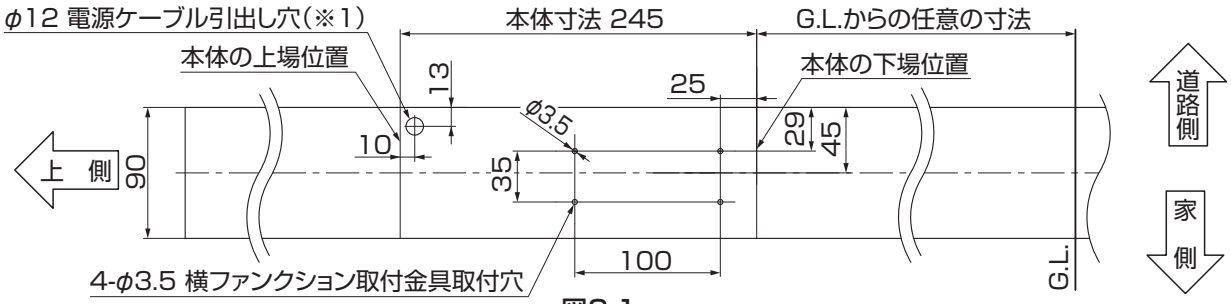
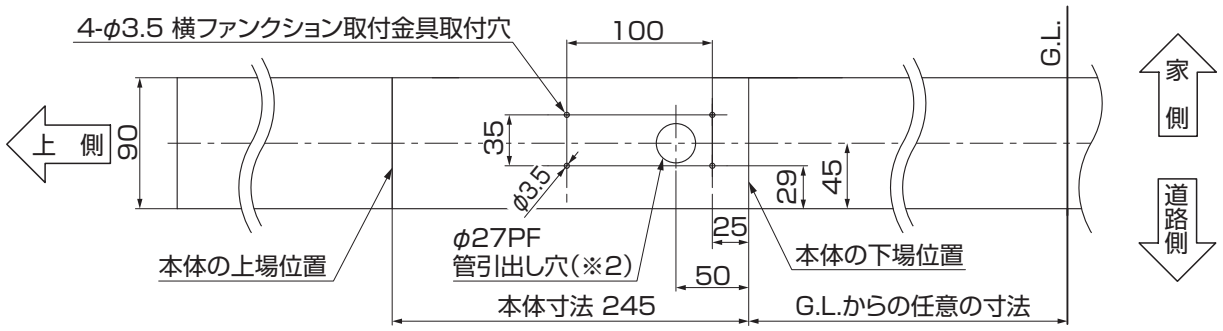

図2-1
図2-2
①左右の柱へ対称になるように、各穴をあけてください。
(1) LEDユニットを取付ける場合の加工
①配線の引込穴はポストを取付ける側とは反対の柱にφ12の穴（※1）をあけてください。(図2-1参照)
(2) ドアホン子機を取付ける場合の加工
①ドアホン子機を取付ける側の柱へφ27の穴（※2）をあけてください。(図2-2参照)